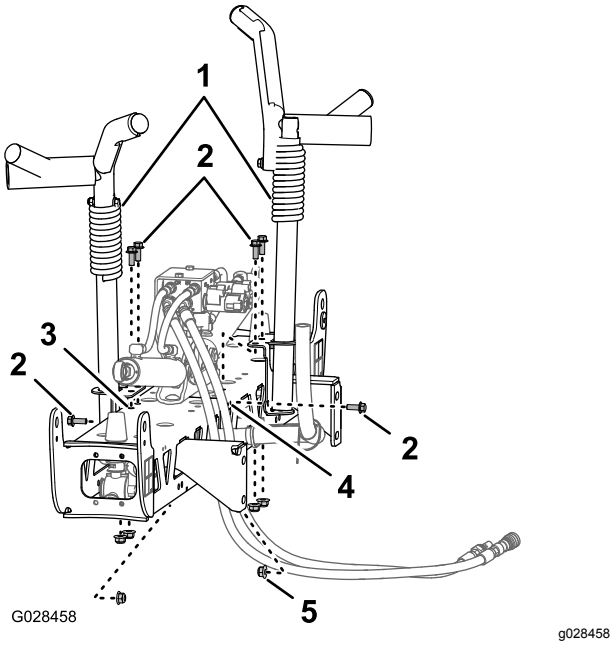
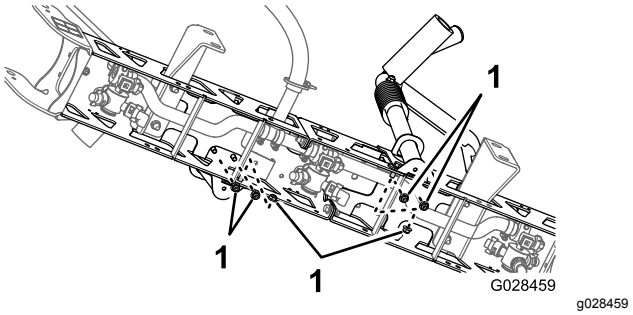

Figur 37
Figur 38
2. Rett inn bomtransportunderstellet med den midtre bomseksjonen (Figur 37).
3. Monter understellet til bomseksjonen (Figur 37) og (Figur 38) med seks bolter (⅜ x 1 tomme) og seks flenslåsemuttere (⅜ tomme).